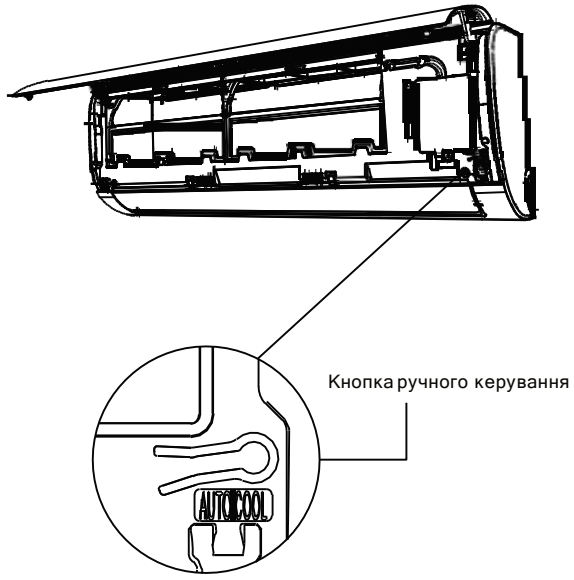

Рис. 8.1
2. **РУЧНЕ КЕРУВАННЯ** кнопка розташована на правій стороні пристрою. Натисніть її 2 рази, щоб вибрати функцію ОХОЛОДЖЕННЯ. Див. **Рис.8.1**